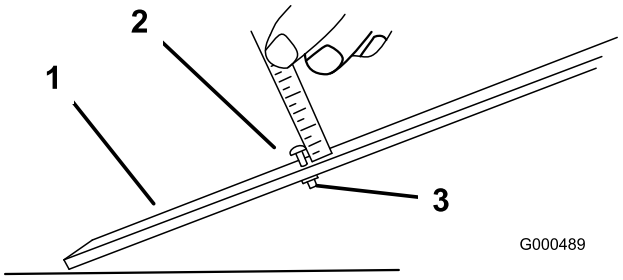

**Rysunek 48**
3. Poluzuj nakrętkę na pręcie wskaźnika (Rysunek 48) i ustaw śrubę regulacyjną na wymaganą wysokość cięcia. Odległość między spodem łba śruby a czołem pręta stanowi wysokość cięcia.